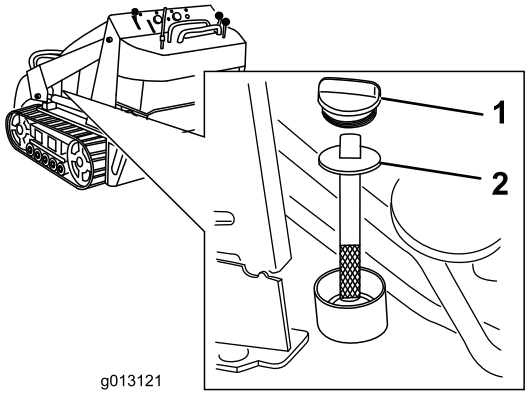

**Figuur 17**
5. Reinig de omgeving van de vulbuis van de hydraulische tank (Figuur 17).
6. Verwijder de dop van de vulbuis en controleer het vloeistofpeil op de peilstok (Figuur 17).